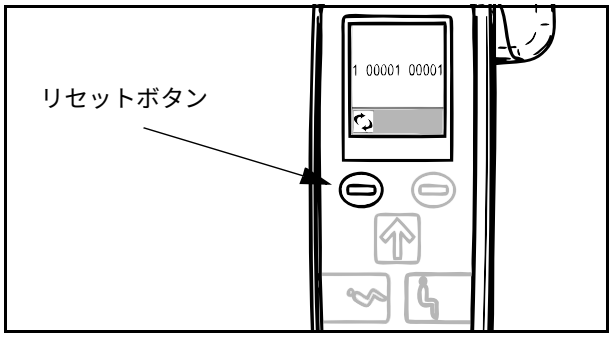

図 3
3. 使用カウンター画面には、 2 列の数字が表示されます （図 3 を参照）。表示される数字は、マストモーターの動力運動の累積時間（単位 1/10 時間）を表します。